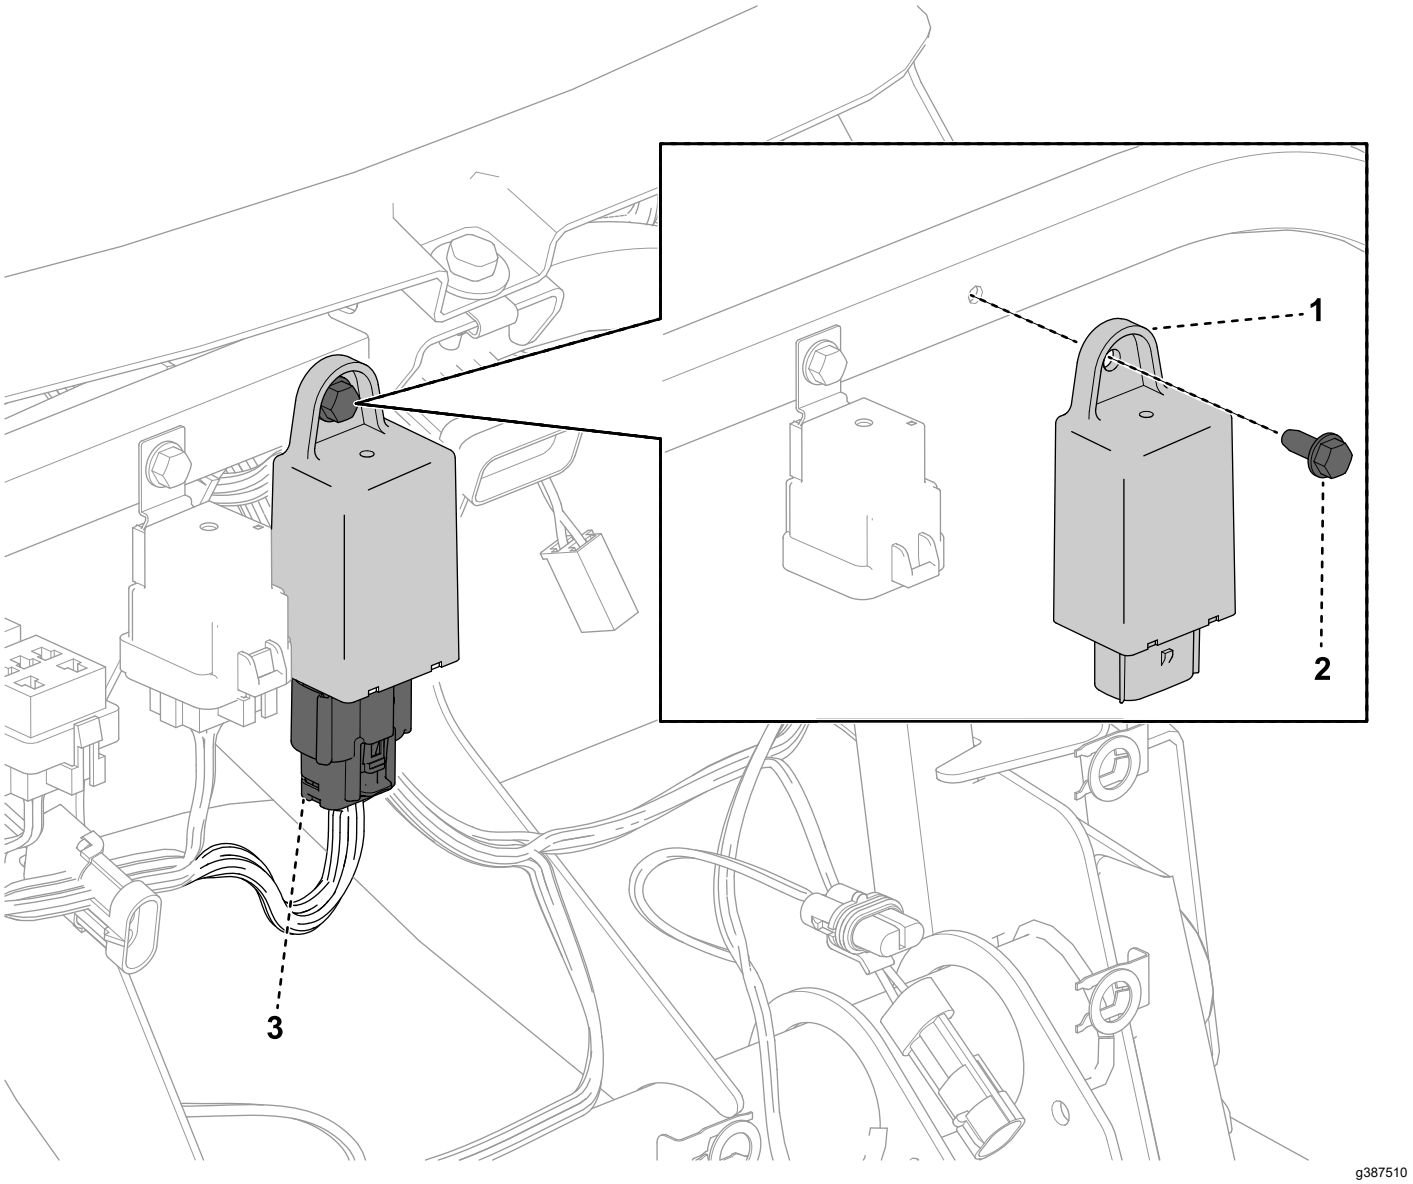

Figura 6
1. Sul tubo del supporto del cruscotto della macchina (Figura 5), fissate il relè lampeggiatore al tubo del supporto del cruscotto utilizzando il bullone esagonale (Figura 6).
2. Individuate il connettore del cablaggio preassemblato della macchina etichettato SIGNAL MODULE (Modulo di segnalazione) e inseritelo nel relè lampeggiatore (Figura 6).